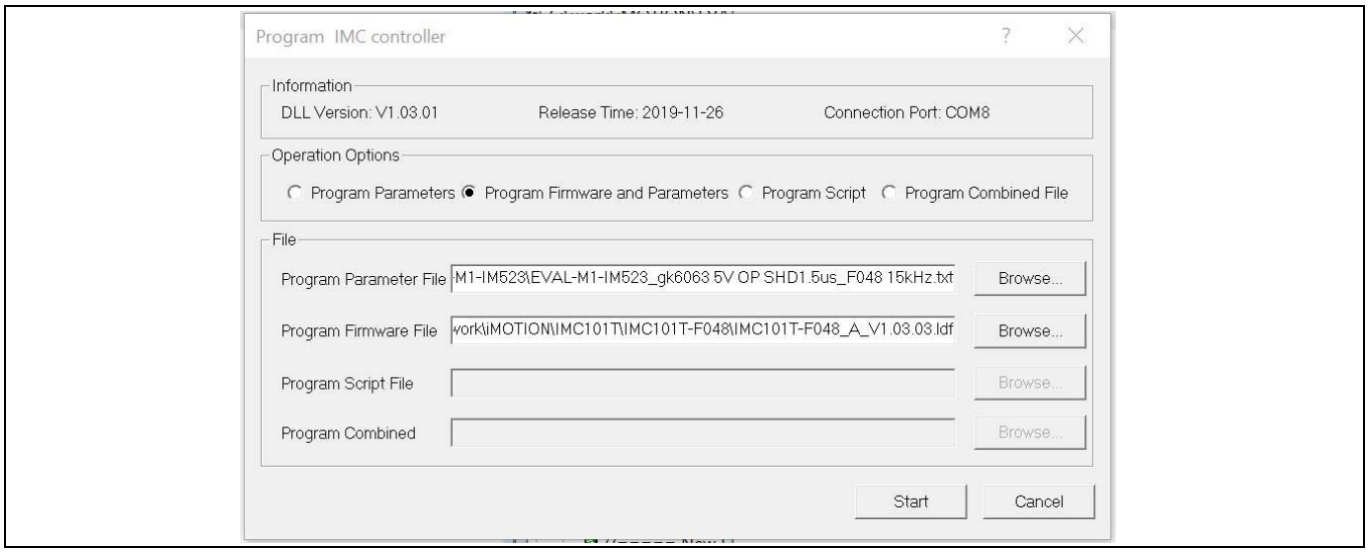

Figure 8 MCEDesigner’s program page
b) Click **Tools** > **Programmer** and select Program Firmware and Parameters, as shown in Figure 8.